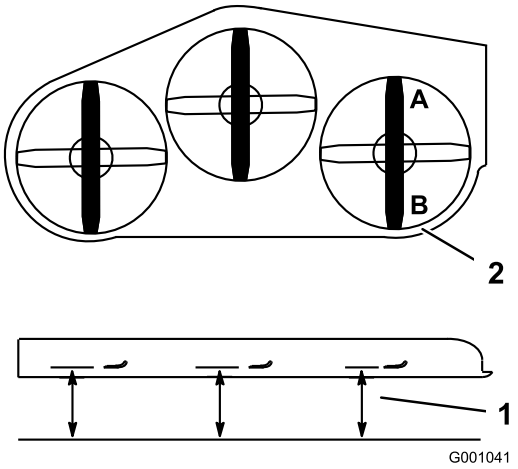

Figur 85
1. Placer højre skærekniv på langs (Figur 85).
2. Mål den højre skærekniv ved punktet **A** fra en plan overflade til skæreknivspidsens skarpe kant (Figur 85).
4. Mål den højre skærekniv ved punktet **B** fra en plan overflade til skæreknivspidsens skarpe kant (Figur 85).
6. Plæneklipperens skærekniv skal være 6 til 10 mm lavere ved punkt **A** end ved punkt **B** (Figur 85). Hvis det ikke er korrekt, skal du gøre følgende: